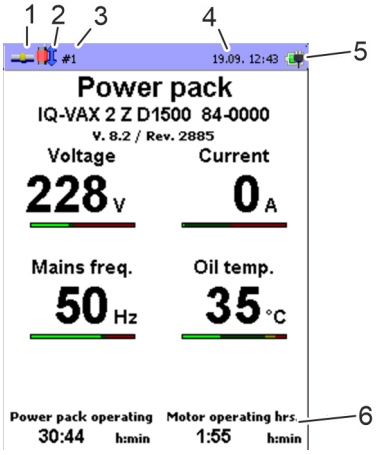

Fig. 36: Display elements
- ⇨ A proper connection between the hydraulic power pack and control unit (BE) is indicated in the connection status (Fig. 36/1) by .
- ⇨ If the data connection has been established between the control unit (BE) and the hydraulic power pack, the *'Power Pack Data View'* menu is displayed.
5. If there is a faulty connection between the control unit (BE) and the hydraulic power pack (connection status), ensure that the adapter cable has been connected correctly.
9.6 Preloading with the control unit (BE)